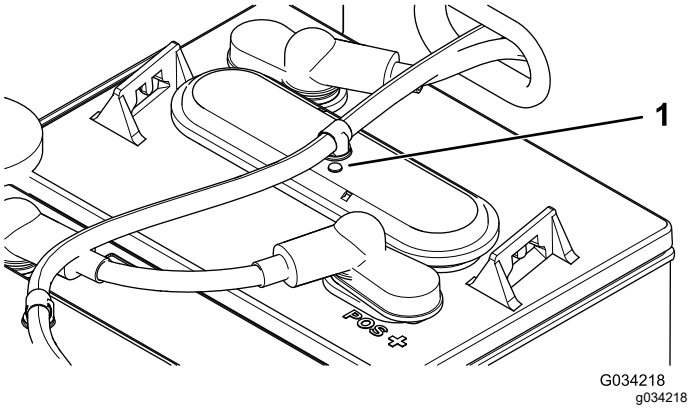

Figur 40
3. Kontrollera batteriernas hål för att se om de är svarta eller vita (Figur 40).